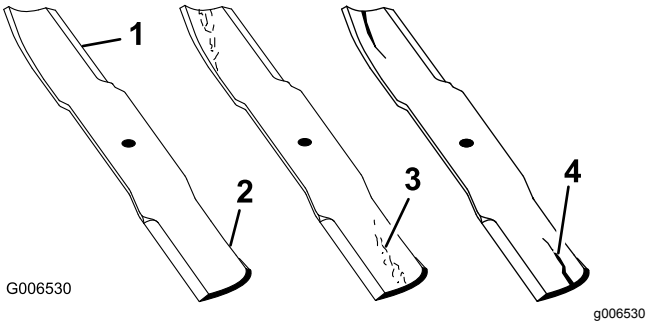

Figur 55
1. Efterse skærekanterne (Figur 55).
4. Hvis skæreknivene er beskadiget eller slidt, eller hvis der er antydning af en revne i dette område, skal der straks monteres nye skæreknive (Figur 55).